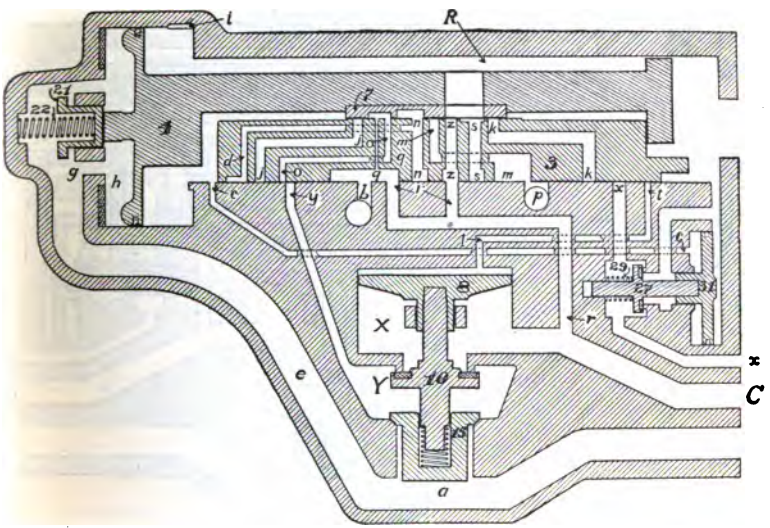

FIG. 24.—DIAGRAM OF TYPE L TRIPLE VALVE. FULL-SERVICE POSITION.
A. In a short train, the volume of the brake pipe is small, and its pressure will therefore reduce more rapidly than a long train, for the same reduction at the brake valve. Consequently, when a service reduction is made with a short train, the fall of pressure in cylinder *h* of the triple valve, may be rapid enough to allow the piston, when moving to the left, to slightly compress graduating spring 22 when it strikes graduating sleeve 21, as shown in Fig. 24. In this position, port *o* in the slide valve does not register with port *y* in the seat, so that no air flows from the brake pipe to the brake cylinder, except as the ports pass each other; at the same time, port *z* is wide open to port *r*, allowing the auxiliary-reservoir air to flow more rapidly to the brake cylinder, so that its fall in pressure keeps pace with that in the brake pipe. In this way, the triple valve itself automatically cuts out the Quick-Service feature when the brake-pipe reduction is sufficiently rapid without it. The piston and graduating valve go to Service-Lap position after the Full Service, in exactly the same manner as after the Quick Service.